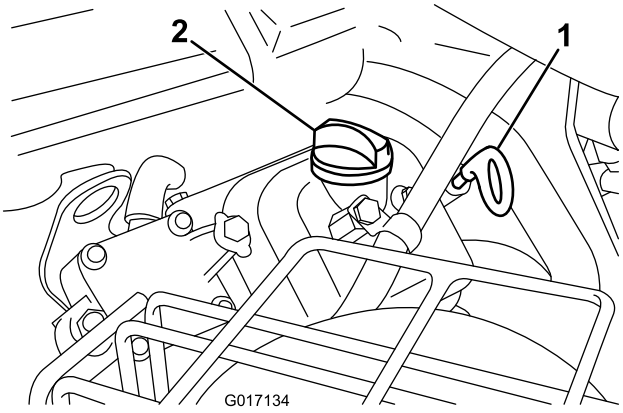

Figura 20
2. Retire la varilla y límpiela con un paño limpio. Introduzca la varilla en el tubo asegurándose de que entre a fondo (Figura 20).